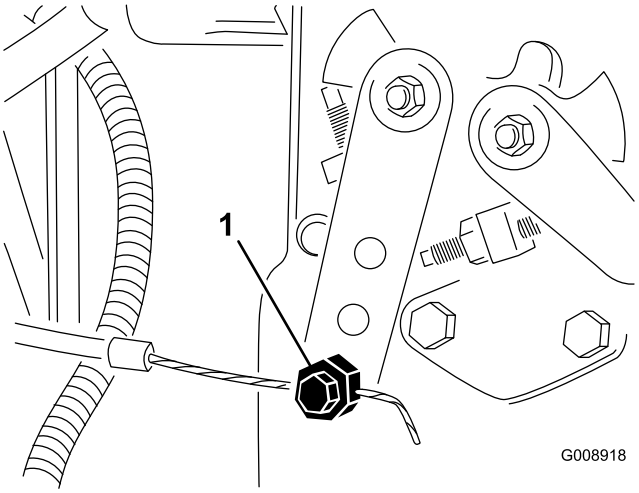

Figur 71
2. Løsne gasskabelkontakten på spaken på innsprøytingspumpen (Figur 71).